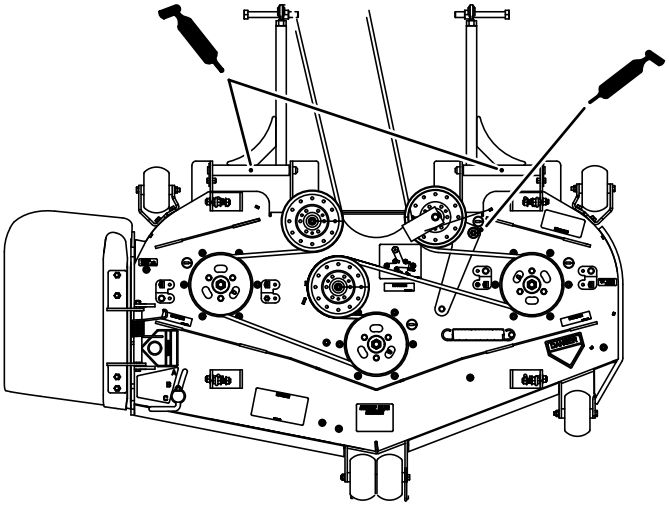
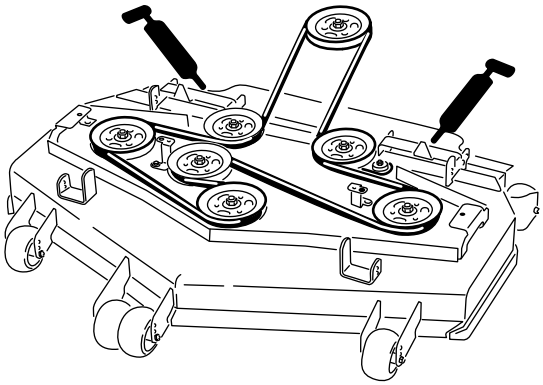

Rysunek 50
Rysunek 51
6. Nasmaruj ramię koła pasowego luźnego podwozia kosiarki (Rysunek 50).
7. Wtłocz smar przez smarowniczki na popychaczach (Rysunek 50 lub Rysunek 51).